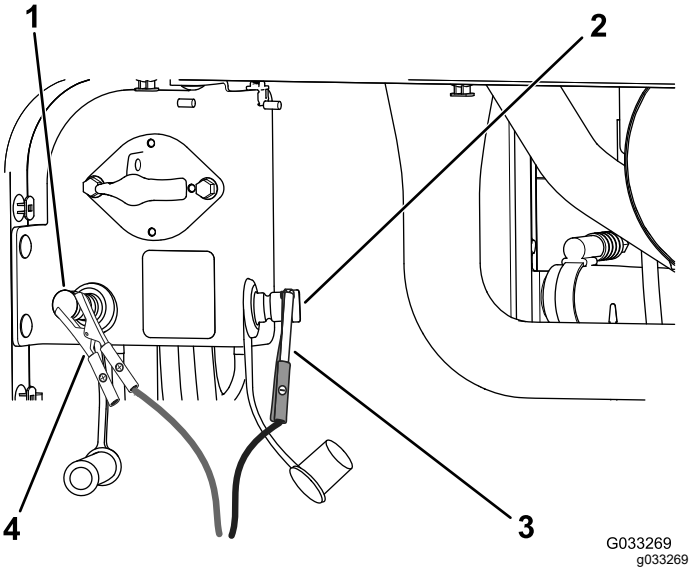

Figur 110
4. Anslut batteriladdarens pluskabel till batteriets plusstartpol (Figur 110).
5. Anslut batteriladdarens minuskabel till batteriets minusstartpol (Figur 110).
7. När batterierna är fulladdade ska du först koppla bort laddaren från elkällan och sedan koppla bort laddningskablarna från startpolerna (Figur 110).